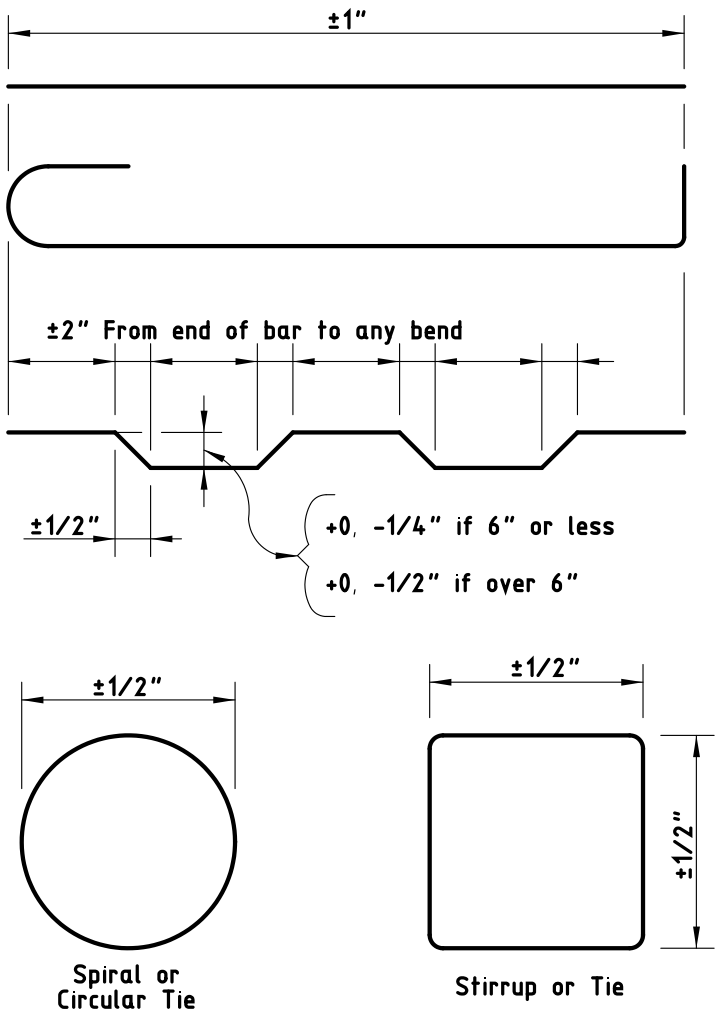

Figure 1
3.2. **Tolerances**. Fabrication tolerances for bars are shown in Figure 1.